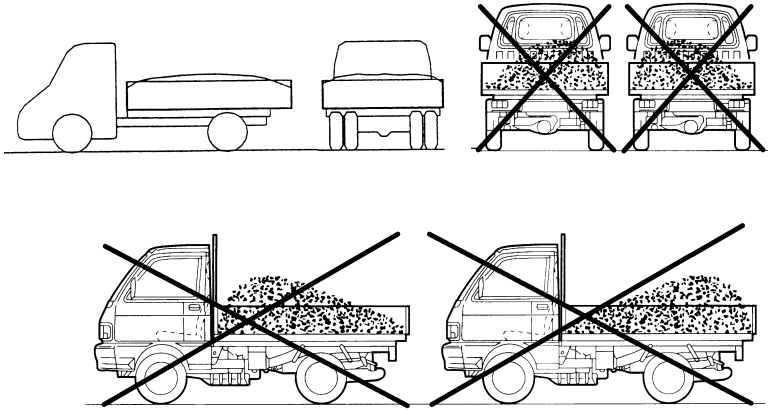

Fig.20
- Distribuer le chargement uniformément sur la benne (fig. 20). Au besoin, accumuler le chargement sur la seule partie centrale. Une distribution non uniforme du chargement peut provoquer :